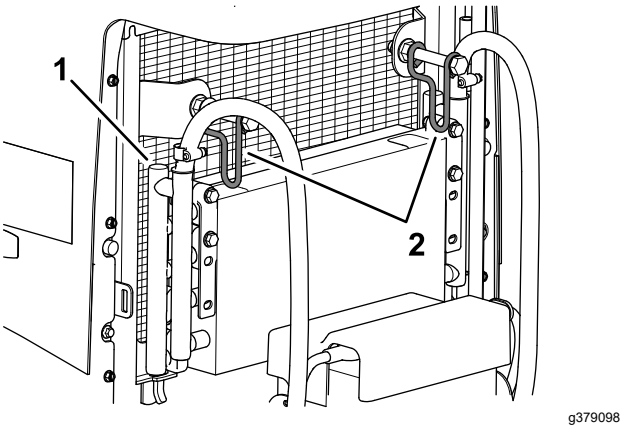

Figuur 111
7. Draai de 2 vergrendelingen van de oliekoeler naar binnen en kantel de oliekoeler (Figuur 111).